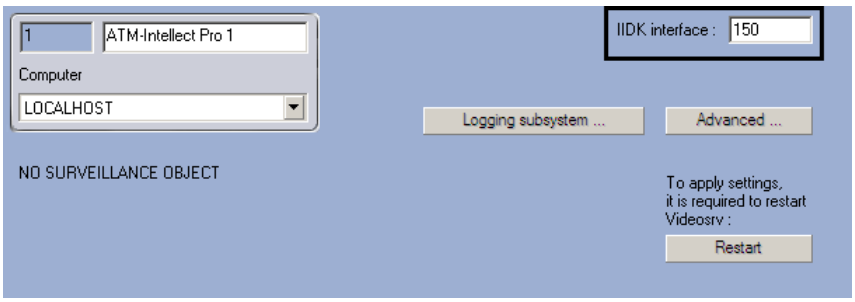

Fig. 4.1—3 Specifying IIDK Interface number
5. In the **IIDK interface** field enter the identification number of the **IIDK interface** object created on step 2 (see Fig. 4.1—3).